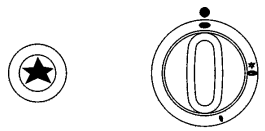

FIG. 1
Enfoncer et tourner dans le sens inverse des aiguilles d'une montre le bouton correspondant au brûleur à utiliser, l'amener sur la position Maximum (grande flamme fig.1) et approcher une allumette du brûleur.
Enfoncer et tourner dans le sens inverse des aiguilles d'une montre le bouton correspondant au brûleur à utiliser, l'amener sur la position Maximum (grande flamme fig.1) puis enfoncer et relâcher le bouton d'allumage "E".
Enfoncer et tourner dans le sens inverse des aiguilles d'une montre le bouton correspondant au brûleur à utiliser, l'amener sur la position Maximum (grande flamme fig.1) puis enfoncer le bouton à fond.
Avec les brûleurs dotés d'un thermocouple de sécurité, il faut tourner dans le sens inverse des aiguilles d'une montre le bouton correspondant au brûleur à utiliser, l'amener sur la position Maximum (grande flamme fig. 1) jusqu'à entendre un léger déclic puis enfoncer le bouton et répéter les opérations indiquées précédemment.
- Lorsque l'ébullition a été atteinte, amener le bouton sur la position Minimum (petite flamme fig. 1).
- ***On ne peut procéder à l'allumage des brûleurs dotés d'un thermocouple de sécurité que lorsque le bouton est sur la position Maximum (grande flamme fig.1).***